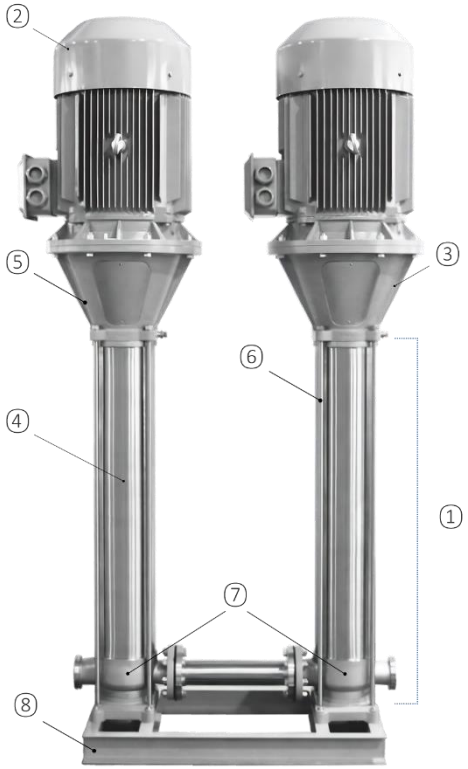

Рис. 1 VMBFH+VMBFHH
В состав насосов VMBFH и VMBFHH входит гидравлическая часть (1) и электродвигатель (2), соединенные при помощи муфты. Полностью закрытый кожух муфты (3) обеспечивает эффективную защиту данного узла. Рабочие колеса и диффузоры соединены между собой на одном валу и расположены в цилиндре (4), который соединяется с головной частью насосной системы (5), всасывающей и напорной камерами (7) и плитой-основанием (8) при помощи крепежных шпилек (6). Насосы VMBFH и VMBFHH соединены между собой и закреплены на общей раме. См. рис. 1.